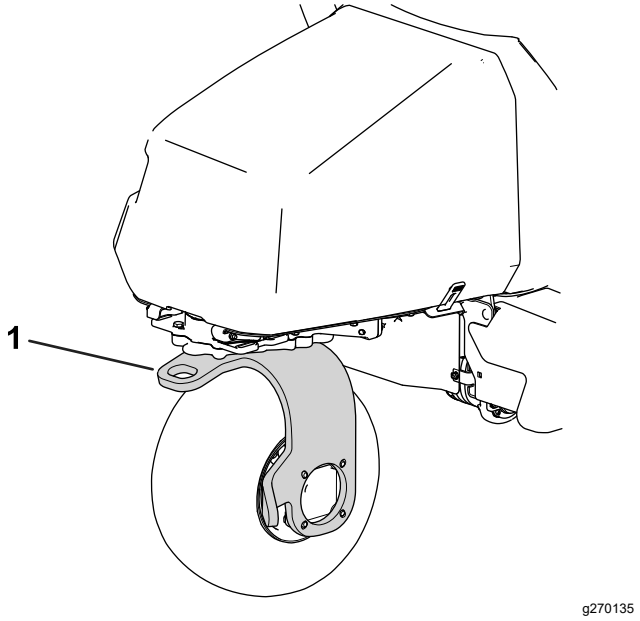

Figure 37
13. Utilisez la fourche de la roue pivotante arrière pour remorquer la machine (Figure 37).